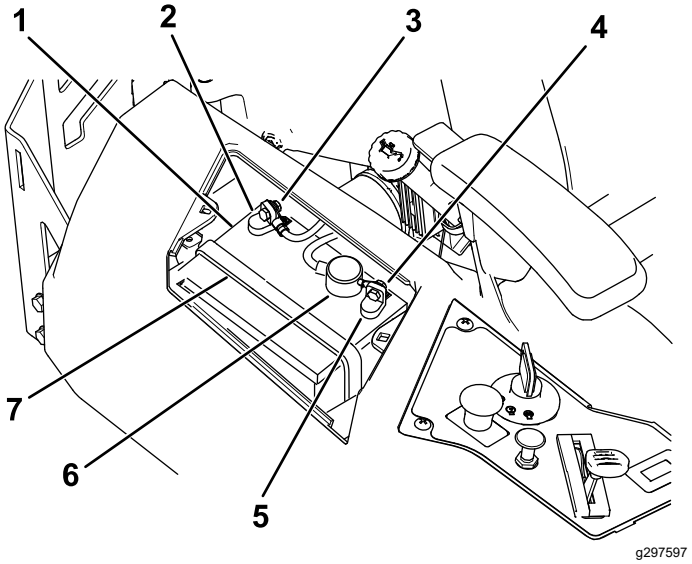

Figur 55
4. Lossa den jordade minuskabeln (svart) från batteripolen (Figur 55).
6. Lossa pluskabeln (röd) från batteripolen (Figur 55).
7. Ta bort batteriets låsfäste (Figur 55) och lyft ut batteriet ur batterilådan.
1. Placera batteriet i lådan (Figur 55).
5. Fäst batteriet med låsfästet (Figur 55).